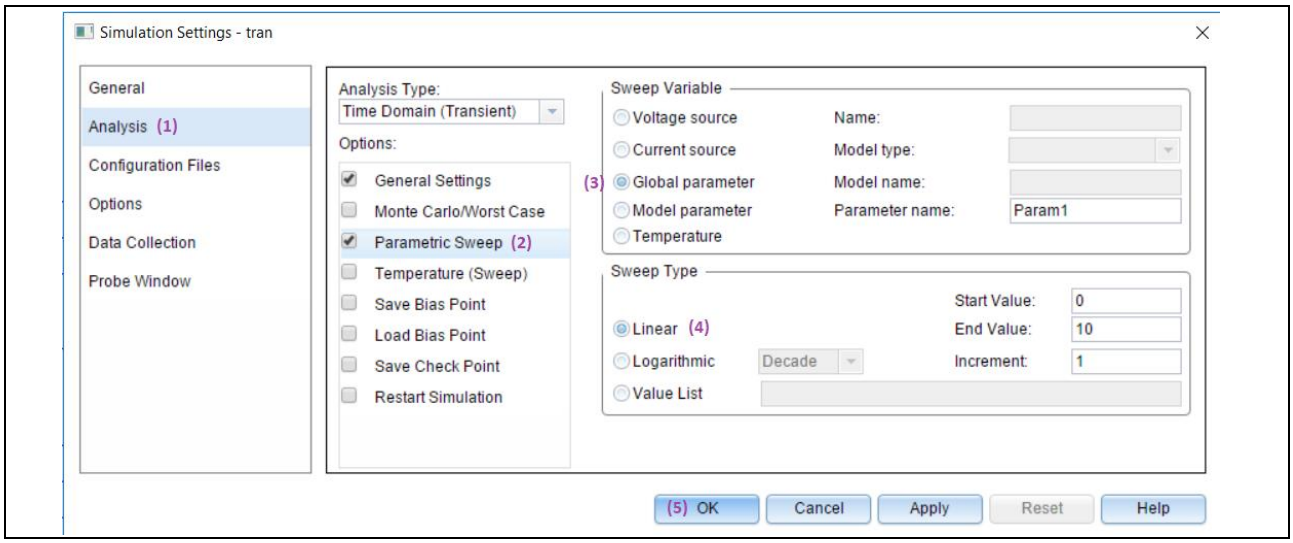

Figure 17 Set up a parametric simulation
- Set up an analysis to sweep a variable through a range of values. The effect is the same as running the circuit several times, once for each value of the swept variable. To perform this analysis follow the steps from **Figure 17**.